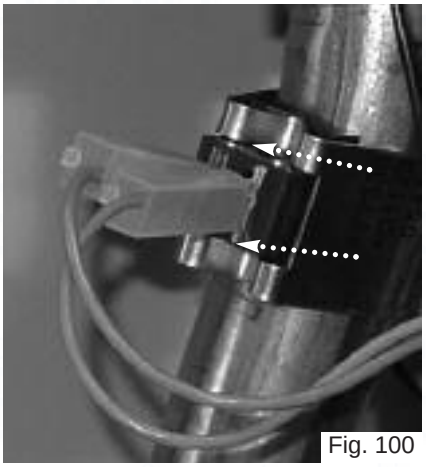

Fig. 100
2. Pull off the NTC connections. Then remove the NTC from the pipe by releasing it's securing clip (see Fig. 100).